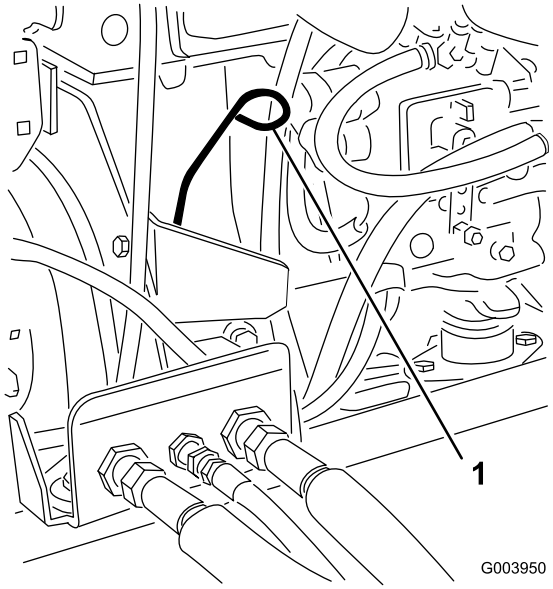

**Figura 28**
3. Retire la varilla, límpiela, y vuelva a colocarla (Figura 28).